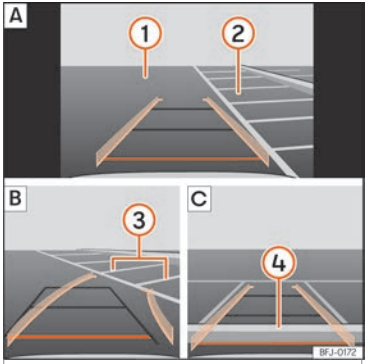

Fig. 204 Affichage à l'écran du système d'infodivertissement : stationner avec l'assistant de marche arrière.
Légende de la fig. 204 :
- Placez le véhicule en face de la place de stationnement ››› fig. 204 2 A.